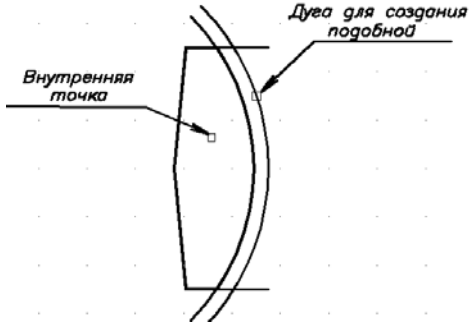

Рис. 2.12. Построения дугообразного элемента командой **OFFSET**
Вначале выполняют вспомогательные построения. Замкнутая полилиния для основания отличается от образующей корпуса дугообразным элементом, выполненным с учетом размера диаметра **178** (см. рис. П1.2). Прямолинейные элементы основания и корпуса совпадают, поэтому используют уже построенные прямолинейные участки образующей корпуса. Для построения дугообразного элемента с радиусом **R89**, равным радиусу цилиндрической поверхности, удобно использовать команду **OFFSET** (ПОДОБИЕ) (рис. 2.12), для чего нужно выполнить следующие действия.
3. На запрос в командной строке *Select object to offset or <exit>* (Выберите объект для создания подобного) выбрать прицелом на верхнюю часть построенной дуги корпуса (рис. 2.12) (она становится пунктирной).